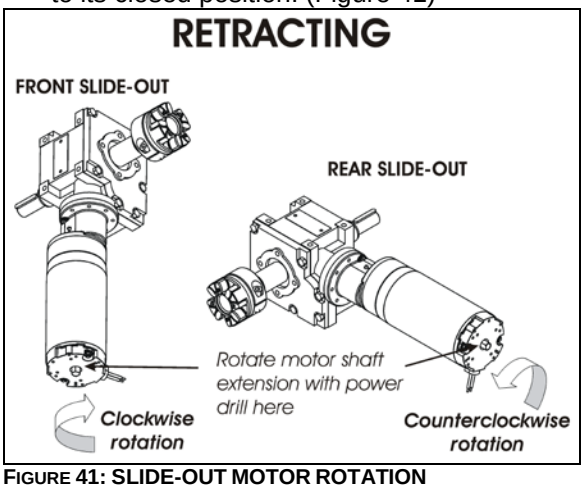

**FIGURE 41: SLIDE-OUT MOTOR ROTATION**
5. Rotate the slide-out motor shaft extension with the power drill until the slide-out comes to its closed position. (Figure 41)